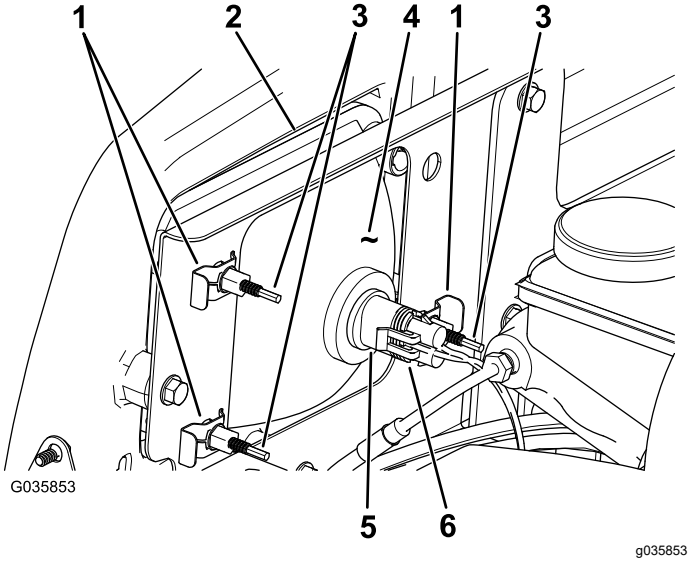

Figur 45
3. Koppla loss kablagets elektriska anslutning från lampenhetens kontakt (Figur 45).
4. Ta bort snabbklämmorna som fäster strålkastaren vid strålkastarfästet (Figur 45).
5. Demontera strålkastarenheten genom att flytta den framåt genom öppningen i den främre stötdämparen (Figur 45).
6. För in den nya strålkastaren genom öppningen i stötdämparen (Figur 45).
8. Anslut kablagets elektriska anslutning till lampenhetens kontakt (Figur 45).
2. Gå till baksidan av strålkastarenheten och vrid på justerskruvarna (Figur 45) för att svänga på enheten och rikta in ljuskäglan.